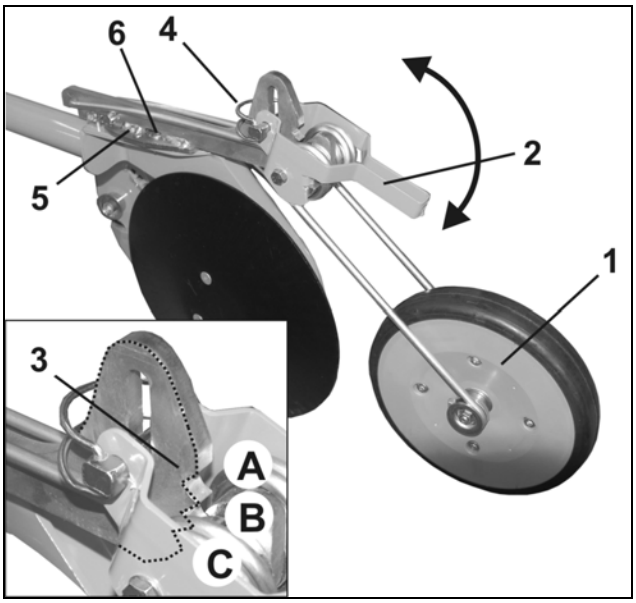

図 21
シード加圧ローラー（図 21/1）の圧力は、3 段階に調整可能です。
- ロッキングレバー（図 21/2）を上方に旋回させて緩めます。
シード加圧ローラーは、ギアリング（図 21/1）を用いて 3 つの位置に設定できます。
- リンチピン（図 21/4）を外します。